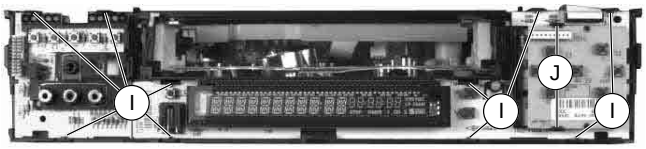

Fig. 9
– Rastnasen (I) lösen (Fig. 9) und Bedieneinheit I abnehmen.
2.1.1 Bedieneinheit II (auf der Bedieneiheit I – Fig. 9) ausbauen
– Release the locking lugs (I) (Fig. 9) and withdraw the Keyboard Unit I.
2.1.1 Removing the Keyboard Unit II (on the Keyboard Unit I – Fig. 9)